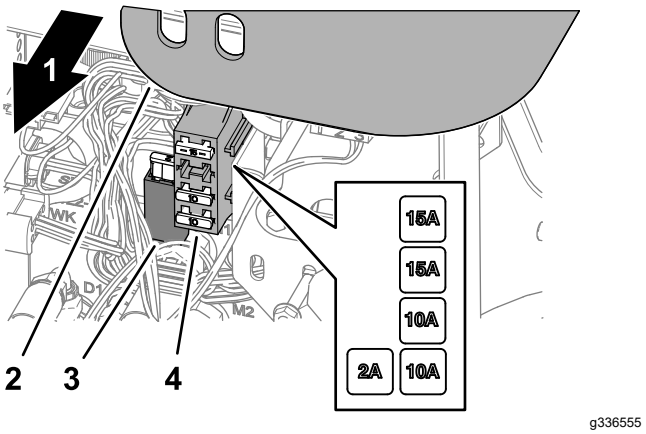

Figuur 75
1. Til de kap op van de bedieningsarm (Figuur 75).
2. Zoek de gesprongen zekering in de zekeringhouder (Figuur 75).
4. Monteer de kap op de bedieningsarm (Figuur 75).